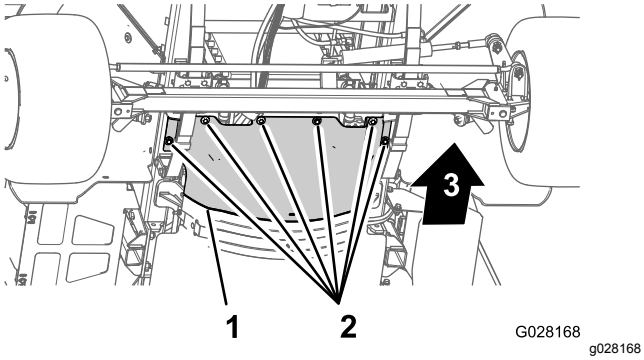

**Рисунок 59**
3. Выверните 6 болтов с шестигранными головками и снимите 6 шайб, которые крепят передний теплоизолирующий экран к шасси, и снимите экран (Рисунок 59).